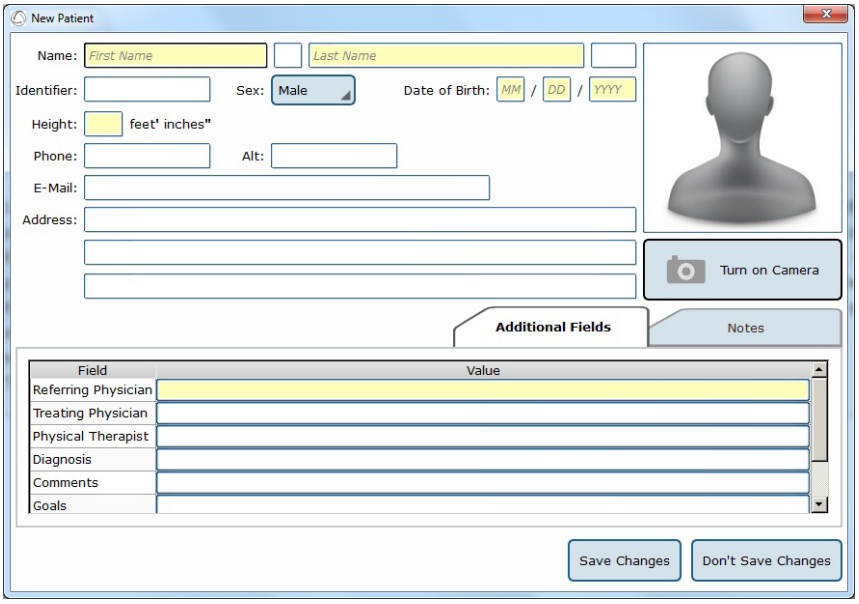
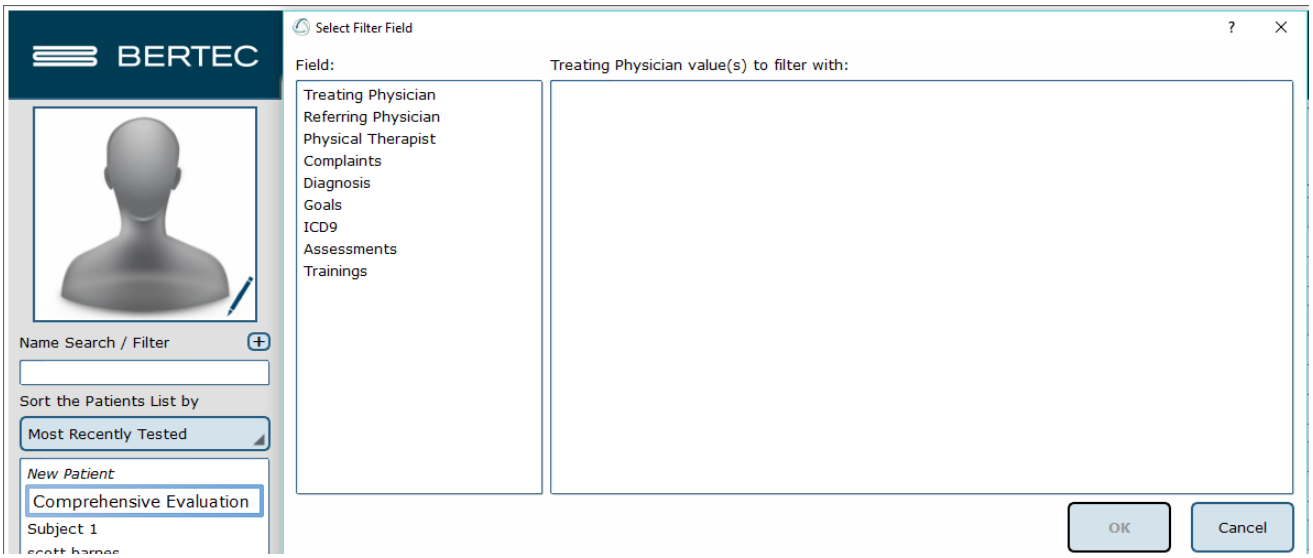

Figure 15 : La fenêtre Nouveau patient.
Figure 16 : Sélectionner un filtre de champ - Liste des patients.
2. Après avoir cliqué, une fenêtre contextuelle apparaît avec des champs vides relatifs aux informations du patient. Présentée sur la figure 15.
Par exemple, si une liste a été créée pour Physiothérapeute contenant John, April et Joanne, la liste des patients peut être filtrée pour afficher uniquement les patients de Joanne. Pour ce faire, cliquez sur le signe + (présenté sur la Figure 15) à côté de Recherche par nom/Filtre, puis cliquez sur Physiothérapeute, puis sur la case située à côté de Joanne. Cet écran est présenté sur la Figure 16. Une fois que l'élément de filtrage a été sélectionné, cliquez sur OK. Plusieurs éléments peuvent être ajoutés à la liste « filtrer par », il suffit de cliquer à nouveau sur le signe + à côté de Recherche par nom/Filtre et de répéter le même processus qu'auparavant. Pour supprimer un filtre non désiré, cliquez sur le signe – situé à côté de l'étiquette du filtre.